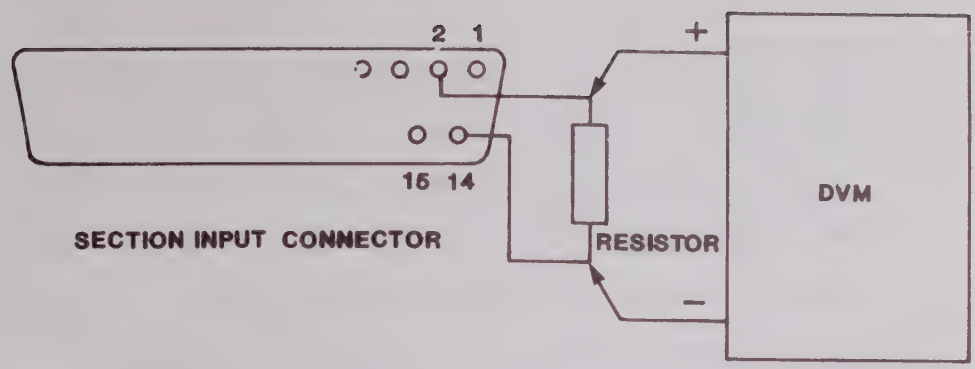

Figure 3-7. Test Connections for Threshold Voltage Adjustment
2. Install the 4.7K-Ohm resistor between sockets 2 (ground) and 14 (Clock Threshold input) at SECTION A (bits 7-0). Connect the DVM positive (+) lead to socket 2 and DVM negative (-) lead to socket 14 so that the voltage measurement is taken across the resistor as shown in Figure 3-7.
1. Install the 4.7K-Ohm resistor at sockets 2 and 14 of the SECTION A Input connector (bits 7-0). Connect the DVM positive (+) lead to socket 2 and connect the DVM negative (-) lead to socket 14 so that the measurement is taken across the resistor as shown in Figure 3-7.